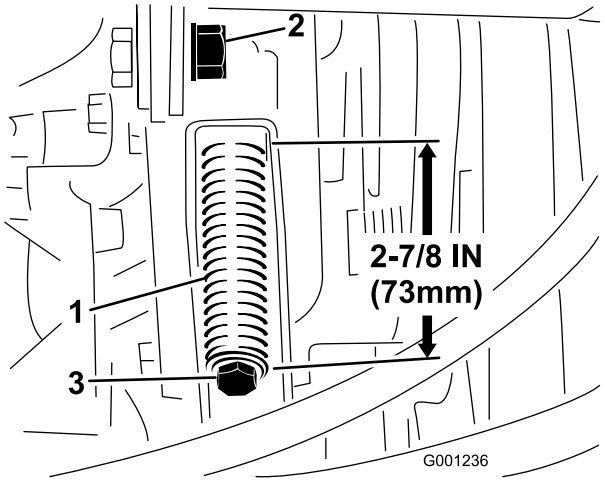

Figur 64
3. Lossa spännlockets kontramutter (Figur 64).
4. Använd en halvtums nyckel för att dra åt eller lossa remmens spännlocksfjäder (Figur 64). Justera fjädern till 73 mm längd.
4. Använd en halvtums nyckel för att lossa remmens spännlocksfjäder (Figur 64) hela vägen.
6. Montera den nya kraftuttagsremmen och spänn remskivsfjädern till 73 mm längd (Figur 64).
7. Dra åt kontramuttern (Figur 64) och stäng huven.